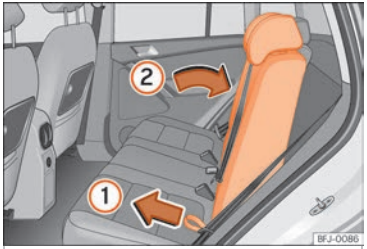

Fig. 105 Réglage du dossier de la banquette arrière.
- Appuyez avec une main sur le dossier droit ou gauche du siège et, en même temps, tirez avec l'autre main sur la boucle correspondante ››› **fig. 105** (1).
- Amenez avec la main le dossier dans la position souhaitée en surmontant la résistance apportée (2).